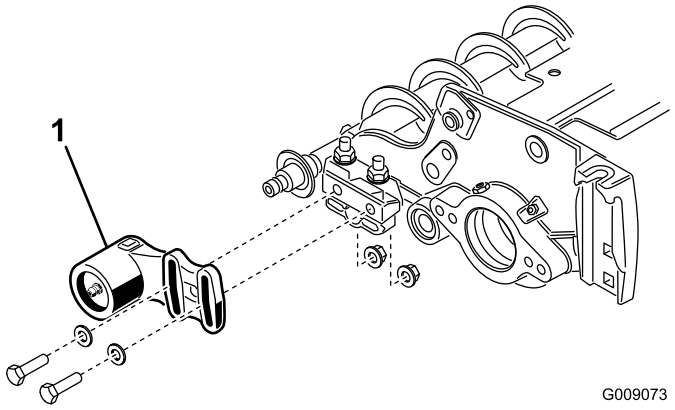
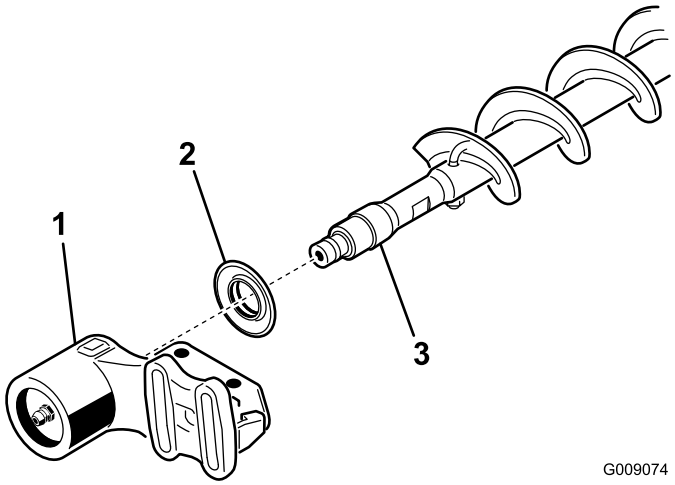

Figura 20
Figura 21
1. Si hay un cepillo del rodillo instalado en la unidad de corte, retire los 2 pernos, arandelas y tuercas que sujetan el alojamiento del cojinete sin motor al soporte de montaje del alojamiento del cojinete (Figura 20 y Figura 21).
2. Retire el alojamiento del cojinete sin motor, y el retén, del eje del cepillo (Figura 21).
9. Instale el retén y el alojamiento del cojinete sin motor sobre el eje del cepillo (Figura 21).